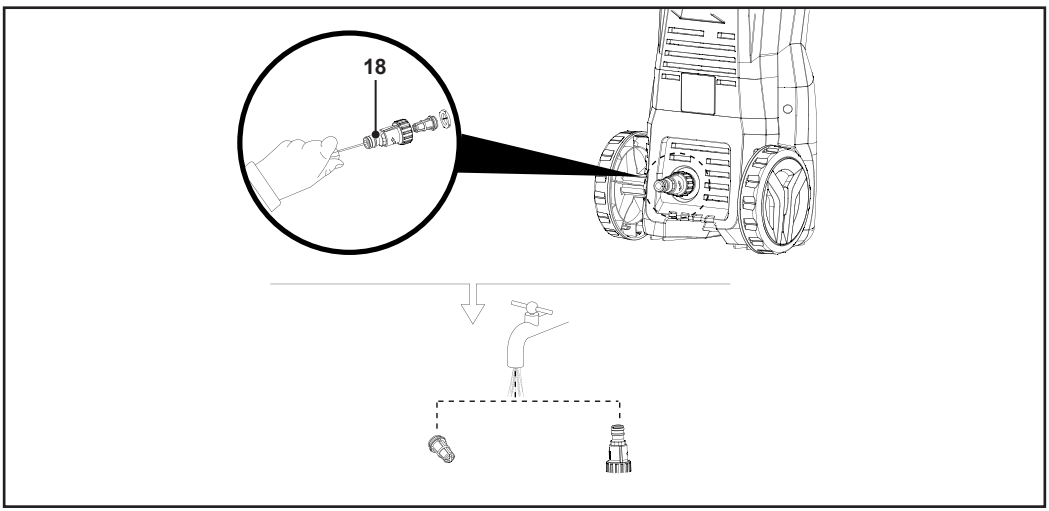

Fig. 13
1. Solte a junta e o filtro de entrada do conetor da entrada de água (18) (Fig. 13).
2. Enxague o filtro de entrada e o conetor da entrada de água (18) com água limpa (Fig. 13).
3. Após a limpeza, volte a colocar corretamente o filtro de entrada e a junta no conetor da entrada de água (18).